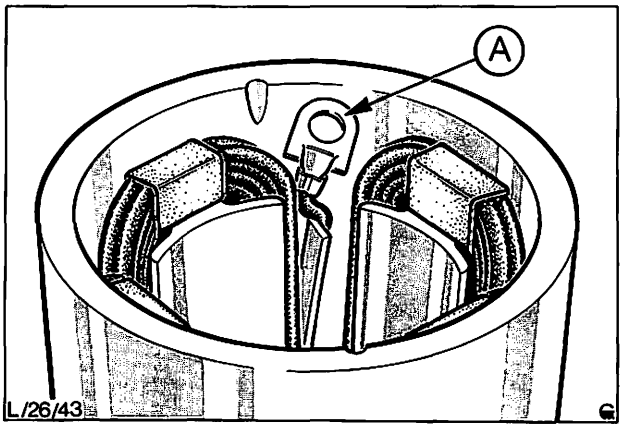
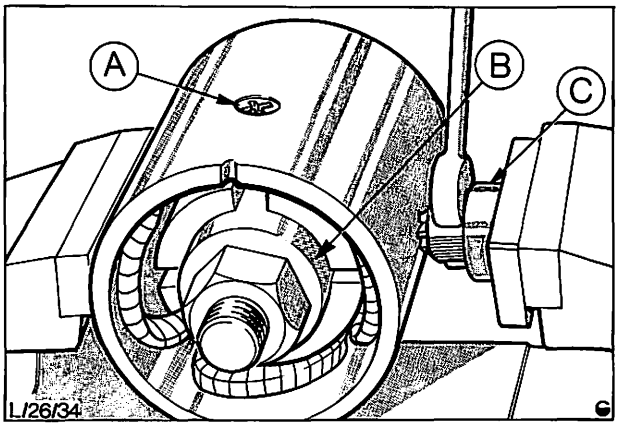

Abb. 46 Überprüfung der Nietverbindung
Abb. 47 Polschuhschrauben entfernen
12. Feldspulen auf sichtbare Schäden kontrollieren. Verbindungsstellen der Spulen und vernietete Masseverbindung der Feldwicklung überprüfen, Abb. 46. Verfärbungen der Wickelisolierung können auf einen Wicklungskurzschluß oder einen Kurzschluß zwischen Wicklung und Polgehäuse hindeuten. Lassen sich keine sichtbaren Schäden feststellen, sind die Spulen auf die selbe Weise wie beim Anlassertyp 5M90 zu prüfen. Zum Auswechseln der Feldwicklungen ist der Niet, der das Massekabel der Feldwicklung am Polgehäuse festhält, zu entfernen. Polschuhspanner (CP-9509 ansetzen und mit Polschuhschraubenzieher CP-9504 Polschuhschrauben herausdrehen, Abb. 47. Innenseite des Polgehäuses und Isolatoren reinigen (Sitz der Durchsteckschrauben).